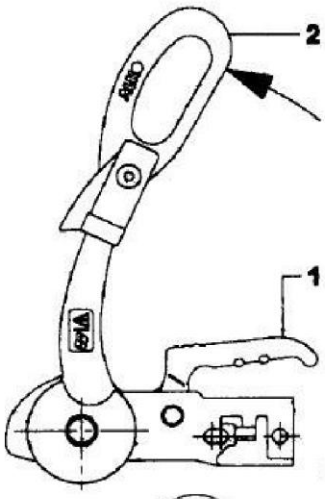
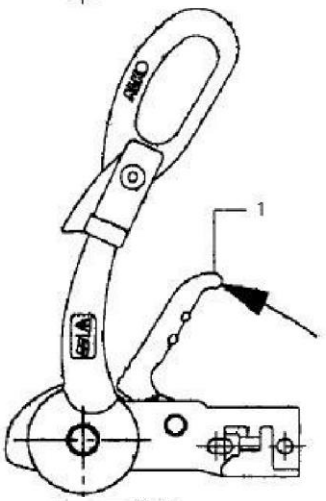

Abb.2
Abb.3
Der Stabilisierungshebel (2) muss geöffnet sein (Abb. 2), d. h. in der höchsten Position. Öffnen Sie die Kugelkupplung, indem Sie die Halterung (1) in Pfeilrichtung nach oben ziehen (Abb. 3). Der Mechanismus der Kugelkupplung bleibt offen, bis die Kugelkupplung über den Kugelkopf der Anhängerkupplung des Zugfahrzeugs gelegt wird. Dann muss die Kupplungshalterung selbstständig in ihre Ausgangsposition zurückfedern, was deutlich hörbar ist.